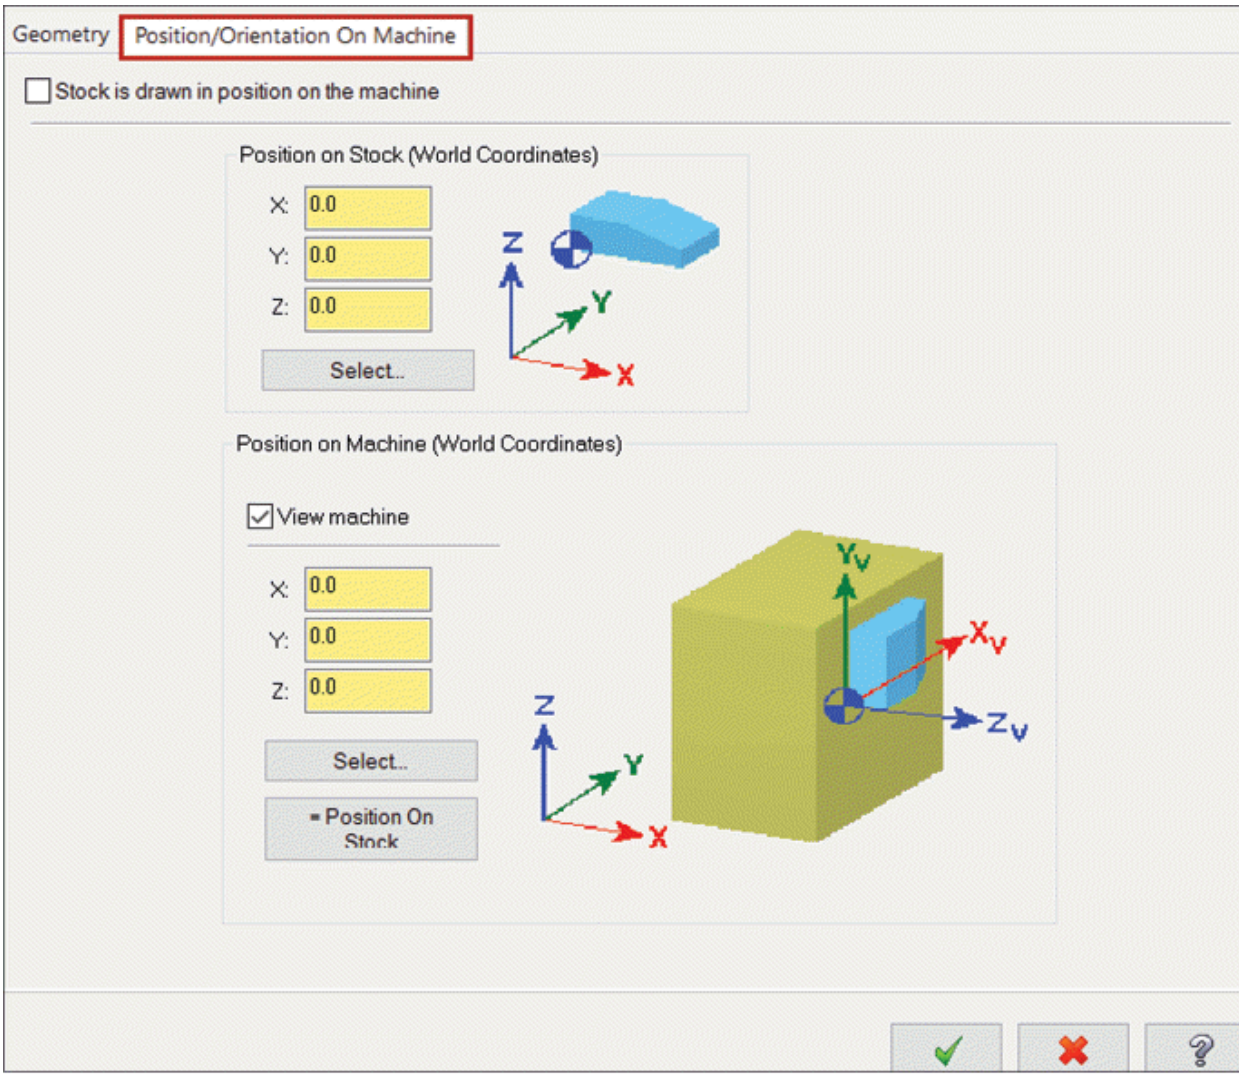

Figure-15. Position Orientation On Machine tab in dialog box
- Clear the **Stock is drawn in position on the machine** check box if the origin is not placed as per your requirement in stock preview. The options in the dialog box will be displayed as shown in Figure-15.